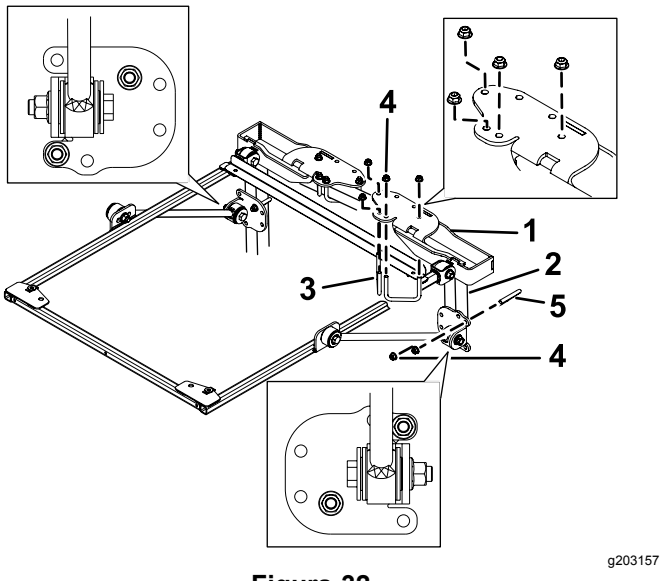

Figura 32
4. Coloque los soportes de montaje del ROPS encima de la barra antivuelco de la unidad de tracción (Figura 32). Asegúrese de que la barra antivuelco está centrada entre los soportes de montaje del ROPS.
5. Usando los taladros de montaje indicados en Figura 32, monte cada soporte de montaje del ROPS en la parte superior de la barra antivuelco con 2 abrazaderas (2¾") y 4 tuercas con arandela prensada.
6. Usando los taladros de montaje indicados en Figura 32, sujete provisionalmente cada uno de los soportes de los tirantes a los postes de